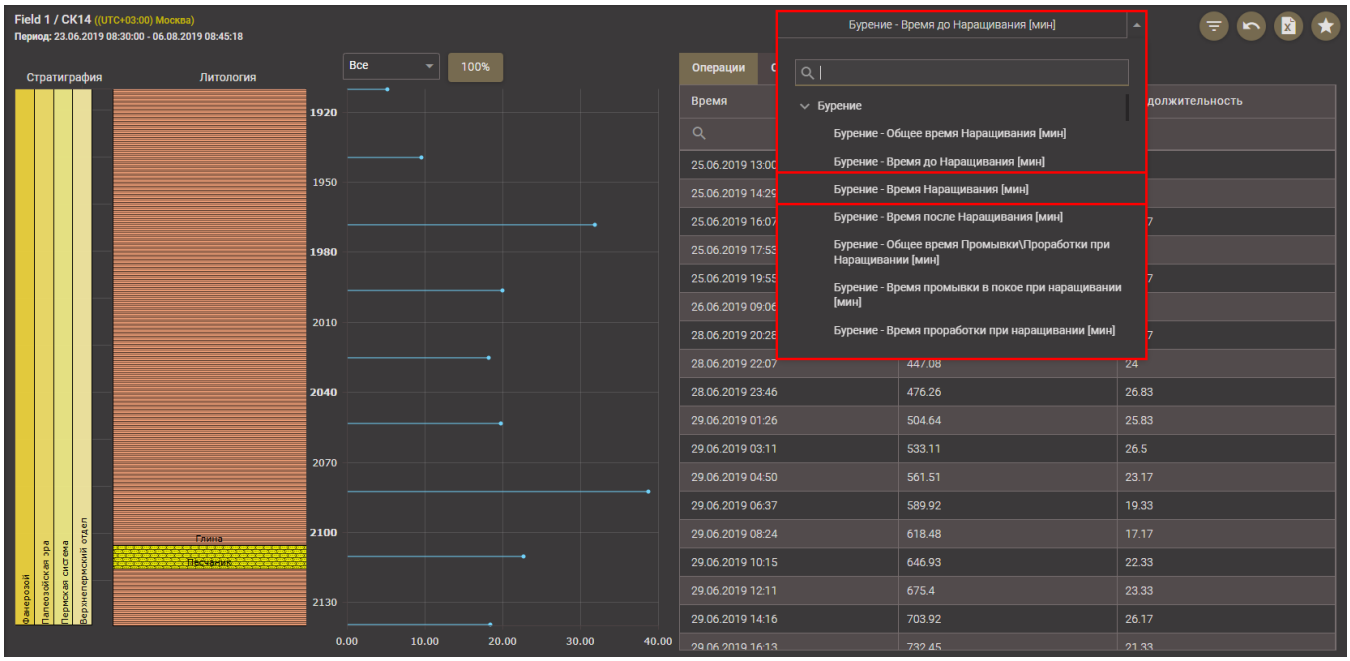

Рис. 2.91
1) Выбрать показатель эффективности, который будет представлен на диаграмме. Для этого следует раскрыть выпадающий список и выбрать нужный показатель (рис. 2.91).